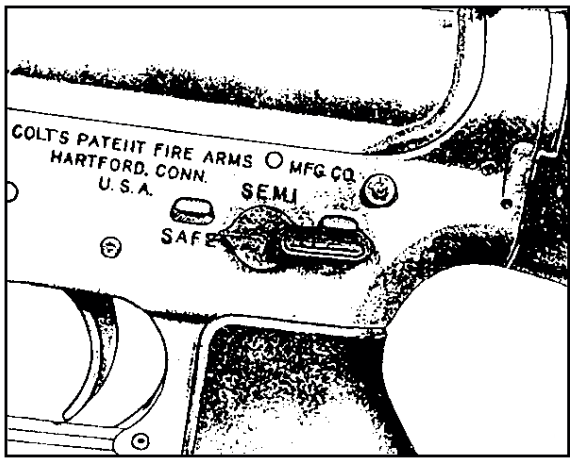

**Figure 3-27.—Selector lever pointing to SAFE.**
1. Attempt to point the selector lever toward SAFE, the position shown in figure 3-27. If the weapon is not cocked, the selector lever cannot be pointed toward SAFE. If this is the case, do not cock the weapon at this time; instead, go on to the next step in clearing.